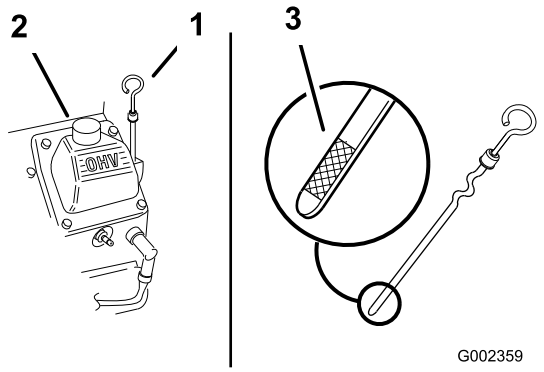

Figur 23
3. Rengør området omkring målepinden (Figur 23), så der ikke trænger snavs ned i påfyldningshullet, hvilket kan beskadige motoren.
4. Skru målepinden af, og tør enden ren (Figur 23).
5. Før målepinden helt ind i påfyldningsrøret, men skru den ikke fast på røret (Figur 23).
6. Hæld langsomt ca. 80 % af den angivne olie i påfyldningsrøret (Figur 23).